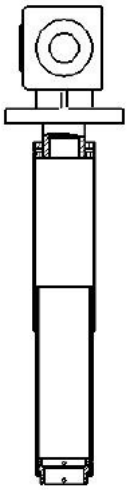

Рис. 27
6.5.2. Установка вертикального защитного кожуха (см. рис. 27)